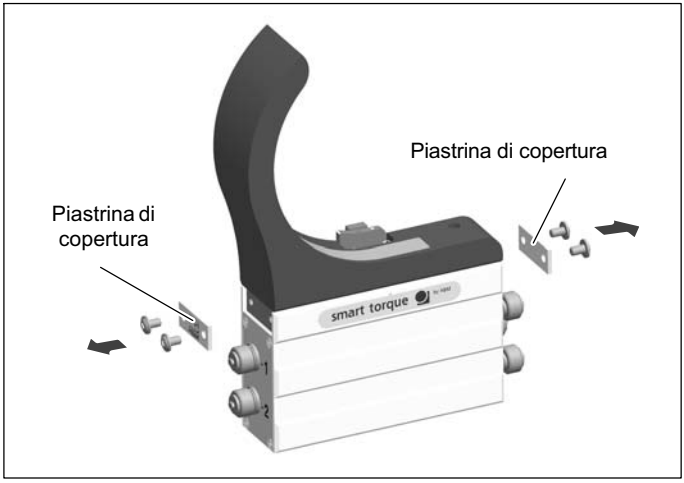

Fig. 8.4 Piastrine di copertura sulla custodia dello statore
1. Rimuovere le piastrine di copertura laterali dalla custodia dello statore (*vedere Fig. 8.4.*)